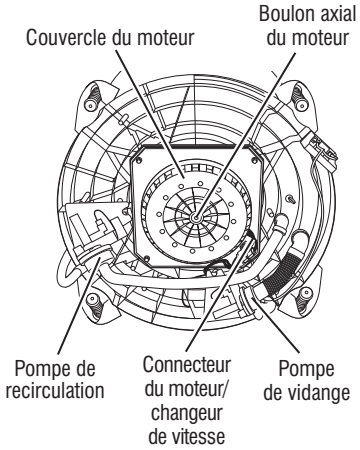

Figure 3a - Entraînement, vu de dessous, plaque d'insonorisation enlevée (si équipée)
9. Incliner la laveuse vers l'arrière et retirer la plaque d'insonorisation (si équipée) pour avoir accès au système d'entraînement (voir Figure 3a).
7. Incliner la laveuse vers l'arrière pour accéder au dessous et au moteur d'entraînement (voir Figure 3a, page 40).